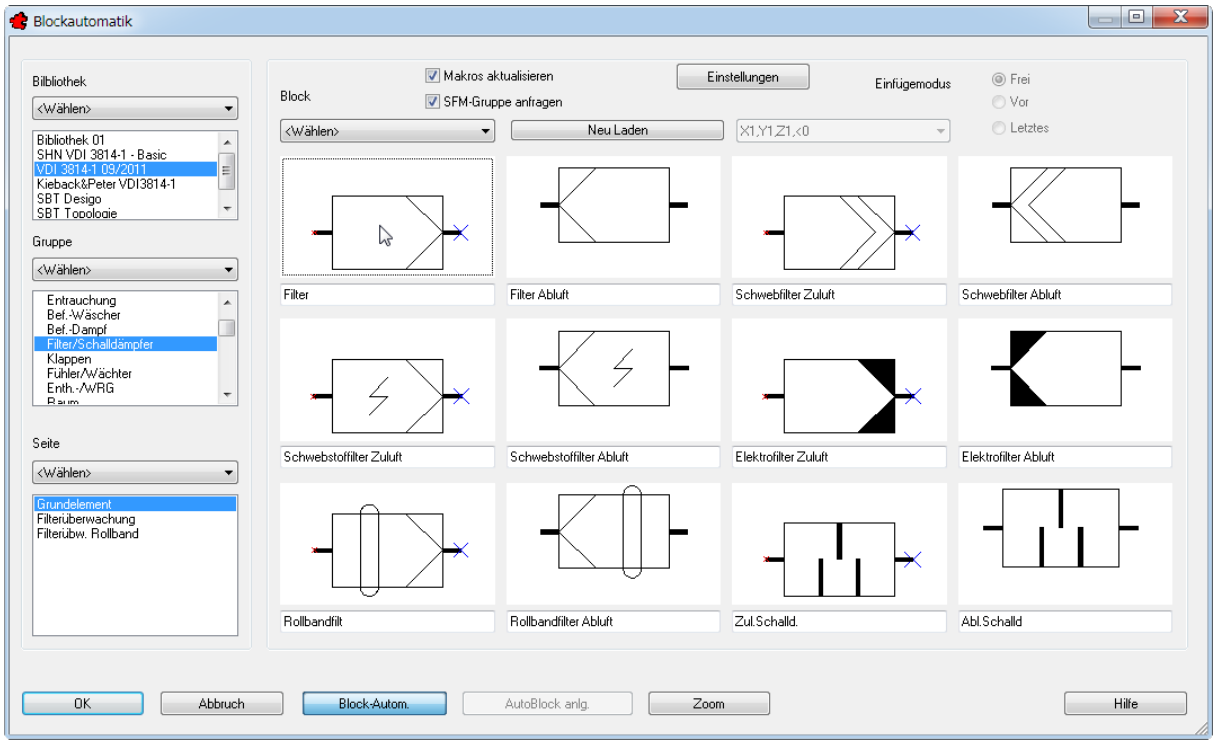

Bild 28.9 – Einfügen des Filters
- Wählen Sie die Gruppe *Filter/Schalldämpfer*, die Seite *Grundelement* und dort den ersten Block, *Filter*, den Sie mit einem Doppelklick konfigurieren (Abb. 28.9).